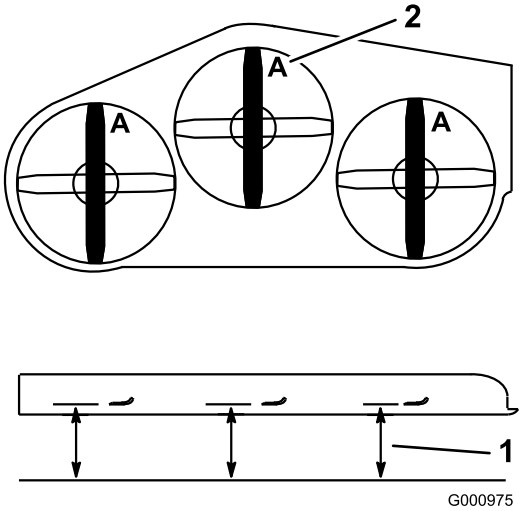

Figuur 77
3. Draai de messen totdat de uiteinden in de lengterichting liggen. Meet de afstand tussen een horizontaal oppervlak en de snijrand, stand **A**, van de messen (Figuur 77). Noteer deze afstand.